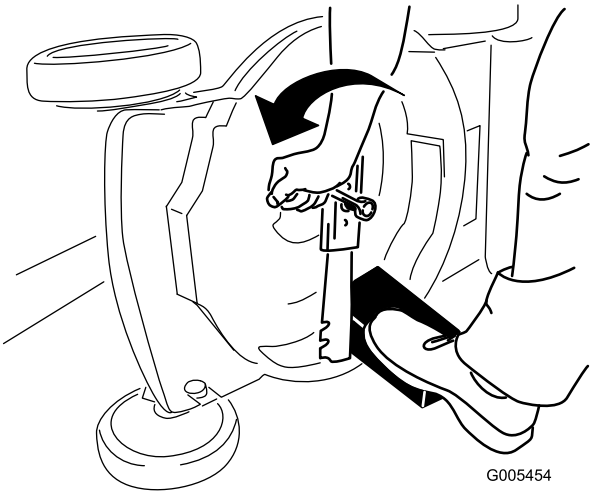

Figur 36
3. Brug en træklods til at holde kniven fast (Figur 36).
4. Afmonter kniven, men gem alle monteringsbolte og -møtrikker (Figur 36).